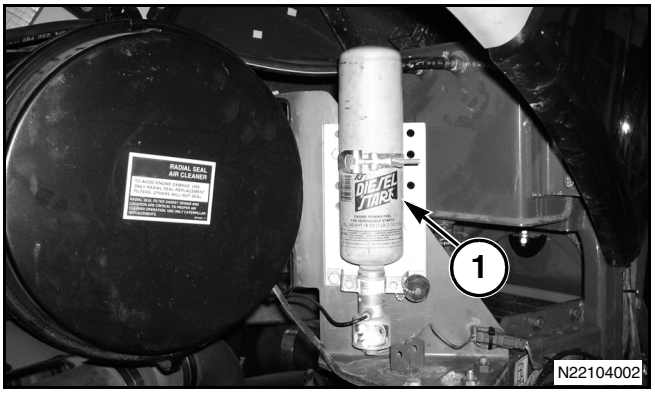

Рис. 2
Рис. 2: Машина оборудована системой впрыска эфира (1), облегчающей запуск. Система впрыска эфира для облегчения запуска двигателя имеет электронное управление. Эта система не требует какого-либо вмешательства оператора.